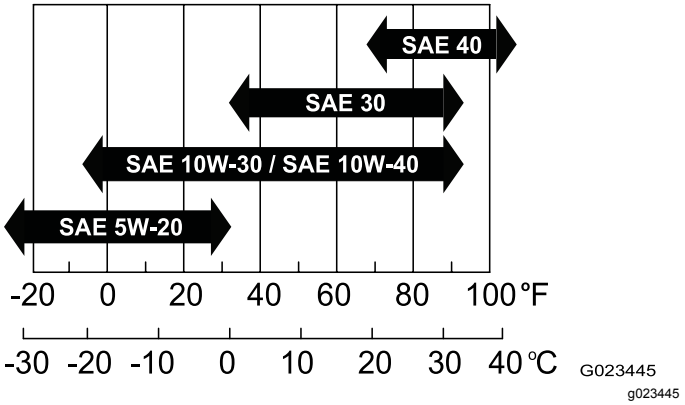

Figur 13
- **Viskositet:** SAE 30, se följande tabell för övriga viskositeter (Figur 13):